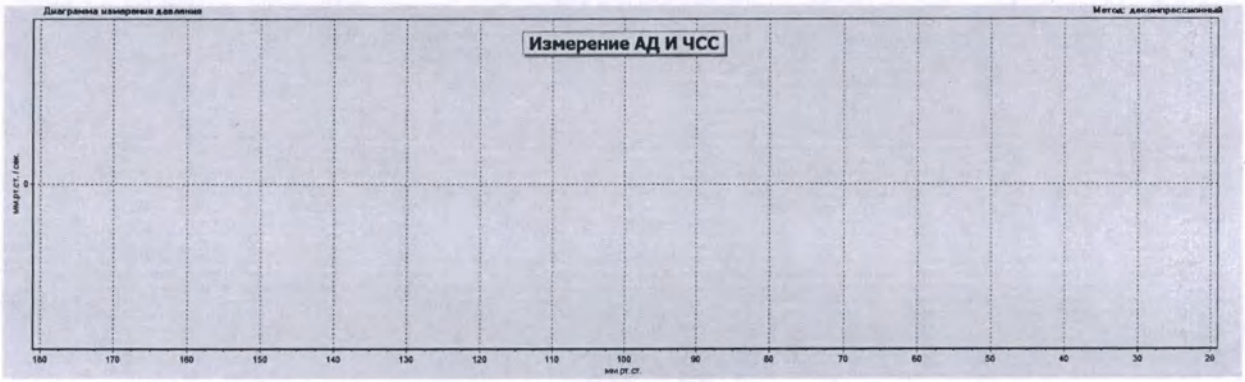

Рисунок 8.6
2.4.9.4 В процессе обследования в окне «Диаграмма измерения давления» появится сообщение «Измерение АД и ЧСС» (рисунок 8.6):